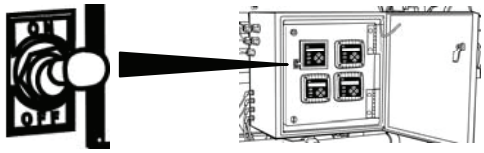

Figure 1. Instrument / Solenoid Panel.
2. Open the instrument/solenoid panel and make sure the conductivity transmitter ON/OFF switch is at the ON position (Figure 1).